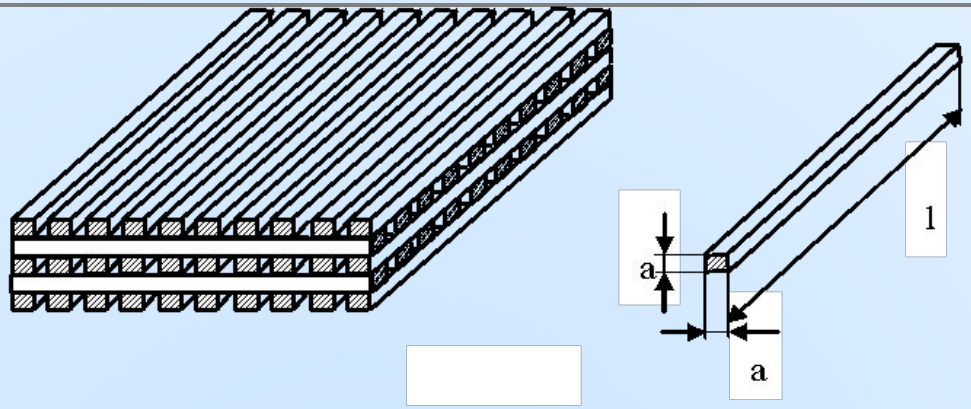

Рисунок 1 – Иллюстрация к задаче 3.
Массу (m) выгоревших деревянных брусьев (рисунок 1) можно определить, как произведение доли выгоревшей массы штабеля (η), плотности древесины (ρ), объема одного бруса (V), количества брусьев в одном ряду (k) и числа рядов брусьев в штабеле, то есть:
При определении площади поверхности горения стоит отметить, что в конструкции штабеля (рисунок 1) имеются скрытые ($S_{скр}$), не участвующие в процессе горения поверхности, и открытые поверхности ($S_{откр}$). Поэтому открытая поверхность (поверхность горения $S_{пг}$) рассчитывается как разность общей поверхности всех брусьев $S_{общ}$ и скрытой поверхности брусьев в штабеле $S_{скр}$: $S_{пг} = S_{откр} = S_{общ} - S_{скр}$